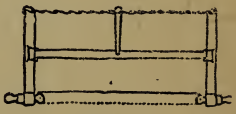

Abb. 15. Leisten- oder Absetzsäge
2. Eine feingezähnte Leisten- oder Absetzsäge (s. Abb. 15), die zum feinen und genauen Schnitt der gehobelten und zugerichteten Bretter dient. Diese Sägen schneiden sehr scharf, fein und glatt, so daß die Schnittfläche kaum mehr viel nachgehobelt zu werden braucht. Sie leisten vor allem auch beim Zapfenschnitt, beim Zuschneiden der Rähmchen usw. gute Dienste. Das Sägeblatt soll jedoch nicht zu schmal sein, weil breitere Sägen viel besser einen geraden Schnitt ermöglichen.